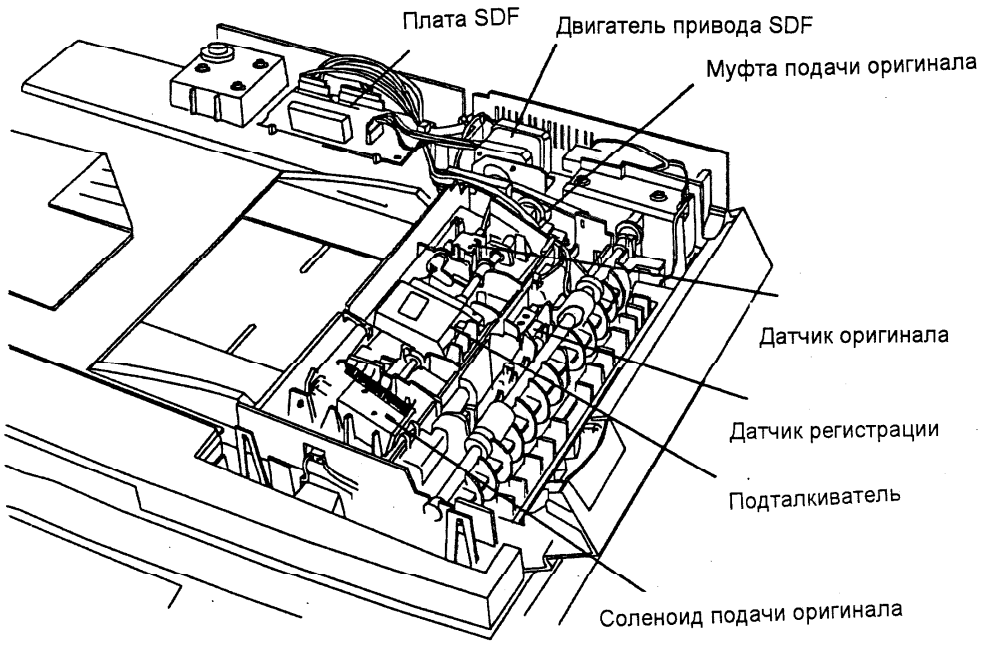

Рис. 1. Элементы SDF
b. **Муфта подачи** (см. рис. 1) также вращает ролик подачи.
2. С главной печатной платы поступает сигнал о немедленной остановке двигателя привода SDF. Передняя кромка оригинала регистрируется и начинается его мониторинг (см. рис. 1, Элементы SDF).